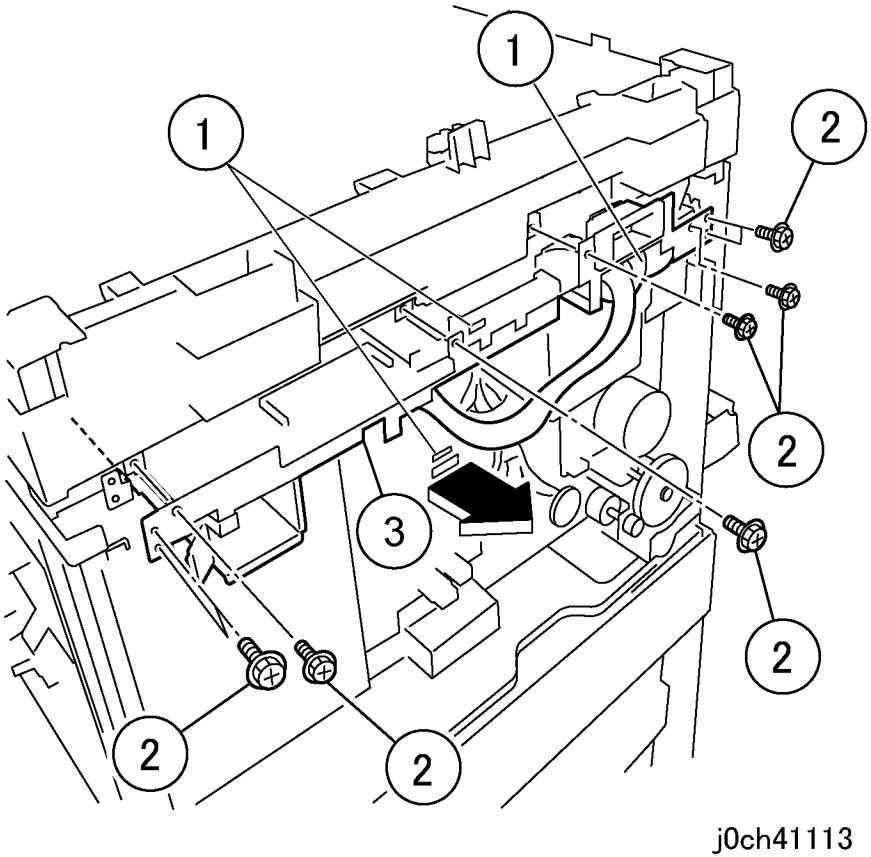

Рисунок 4 Снятие блока MFC и EXT PWB (j0ch41113)
5. Вытяните блок MFC и EXT PWB (рисунок 4).